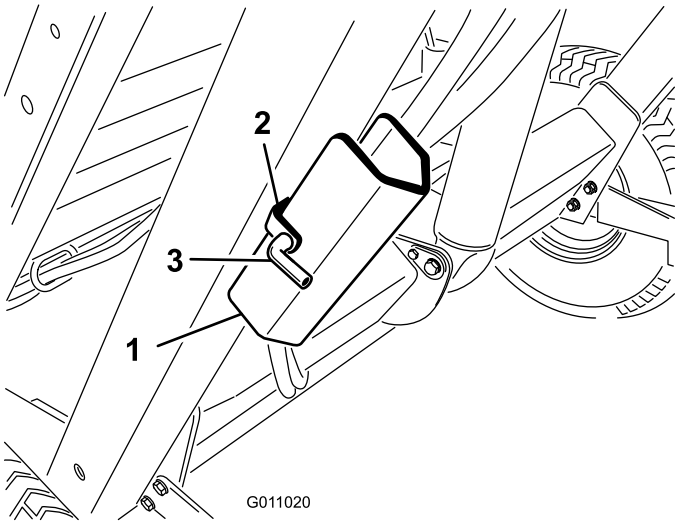

Figur 23
2. Ta bort hårnålssprinten och bulten som håller fast trågstödet vid förvaringsfästet på uppsamlarens ram (Figur 23). Ta bort trågstödet.